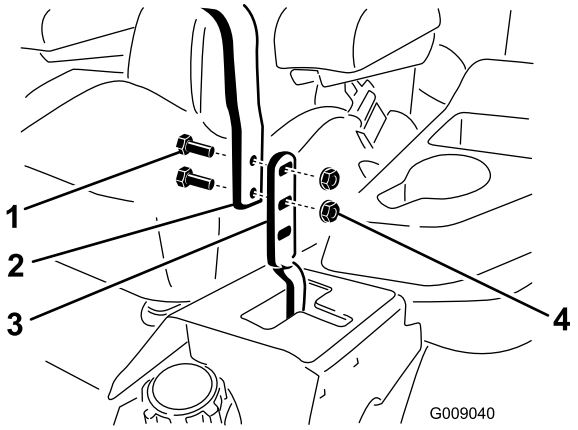

Figur 79
3. Løsne boltene og flensmutrene som er installert i spakene (Figur 79).